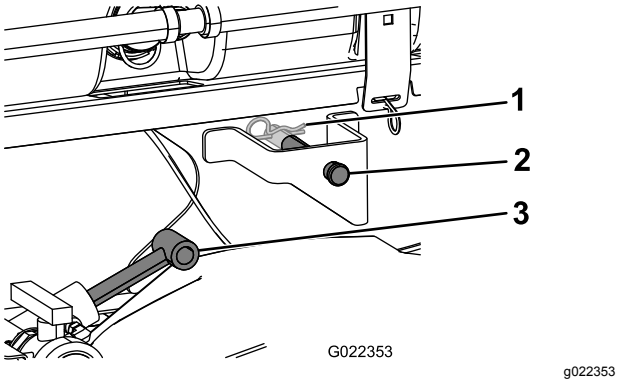

Figur 10
4. Dra ut lyftcylindrarna till fästena på tankplattformen och rikta in cylinderarmarna med hålen i tankplattformens fästen (Figur 10).